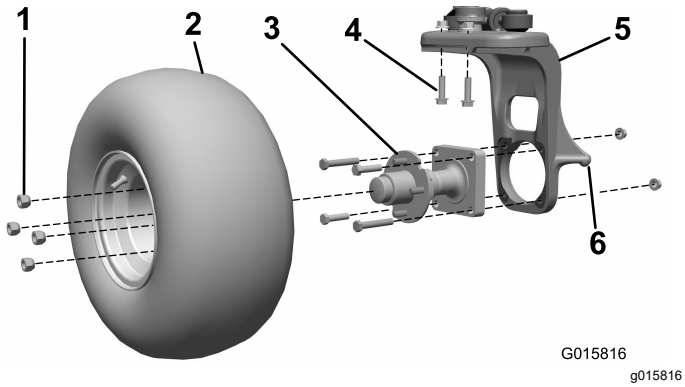

Figur 1
1. Höj enheten med svänghjulsgaffelns lyftpunkt (Figur 1).
2. Ta bort hjulanordningen från hjulnavet. Spara hjulmuttrarna (Figur 1).
3. Ta bort de fyra skruvarna och de två muttrarna som fäster hjulnavet vid svänghjulsgaffeln (Figur 1). Kassera alla objekt.
4. Ta bort de två skruvarna och de två muttrarna som håller fast den vertikala styrtappen mot svänghjulsgaffeln (Figur 1). Kassera dessa objekt.